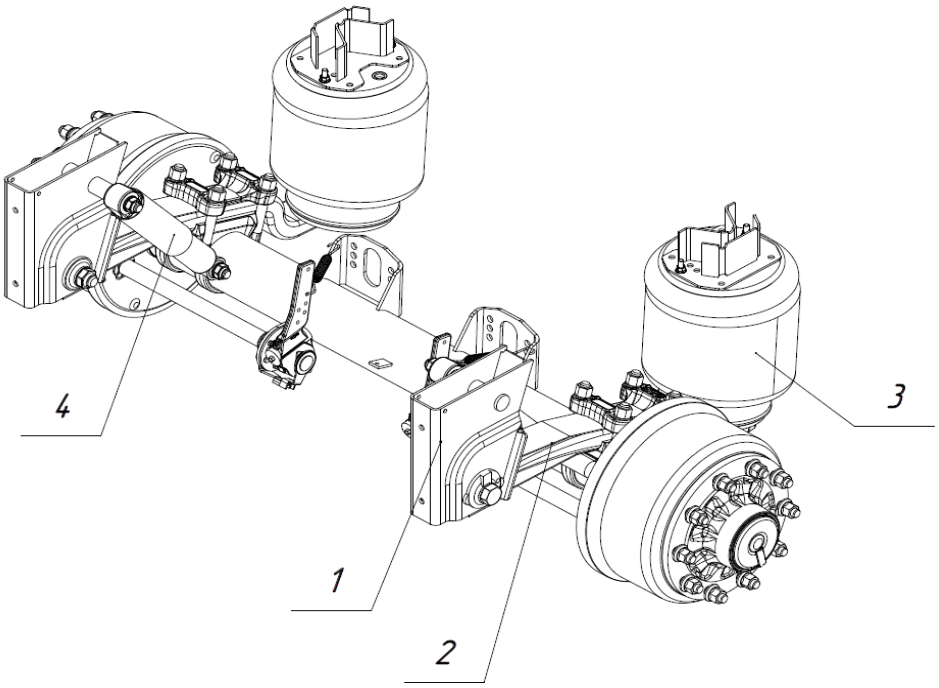

Рис. 2.6 - Осевой агрегат на пневмоподвеске
Пневматическая подвеска (см рис. 2.6) состоит из кронштейнов подвески (1), рычагов (2), амортизаторов (4), пневмобаллонов (3) и пневмосистемы, состоящей из накопительных ресиверов, клапанов, датчиков уровня и трубопроводов подачи воздуха к пневмобаллонам.